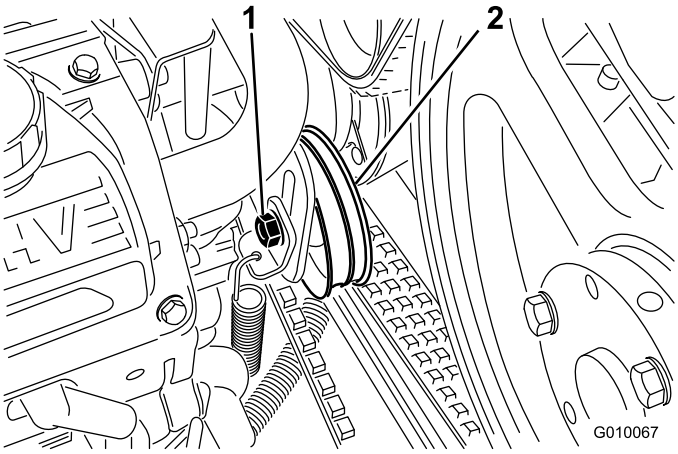

Figur 58
3. Løsne pumperemmens tomgangsskrue akkurat nok til å tillate bevegelse i justeringsslissen (Figur 58).